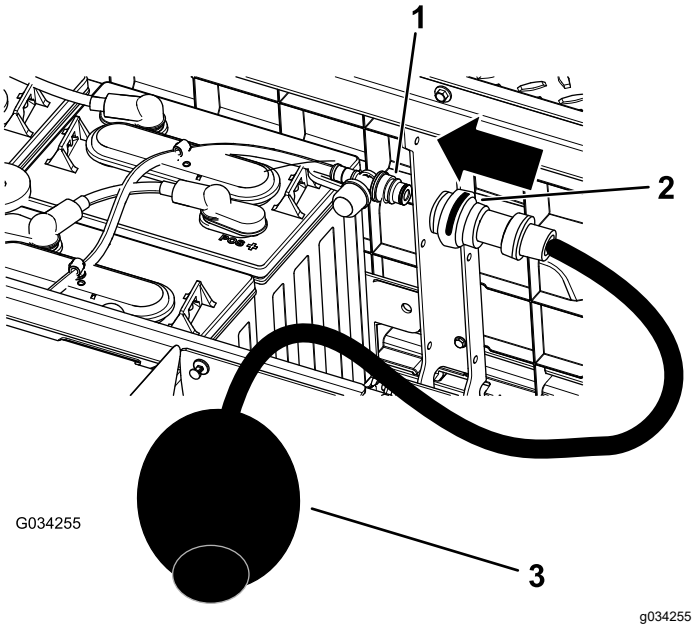

**Figuur 37**
4. Sluit uw Toro waterhandpomp aan op de watervulopening (Figuur 37).